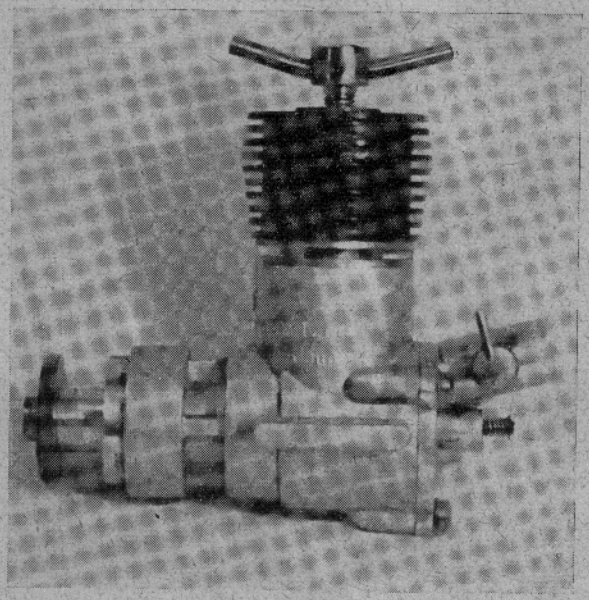

Rys. 22. Silnik modelarski o zasysaniu mieszanki przez dysk
c) Rysunek 22 — zasysanie przez dysk. Charakterystyczne umieszczenie gaźnika na tylnej ściance karteru. Gaźnik jest umieszczony zawsze nie w osi silnika, lecz nieco ponad nią lub z boku. W tym rozwiązaniu na tylnej ściance karteru — od wewnątrz — zamocowany jest dysk napędzany czopem wału korbowego. Dysk posiada odpowiednio wyprofilowane wycięcie, które odsłaniając i przysłaniając otwór gaźnika steruje wlot mieszanki. System ten stosuje się do silników wysokoobrotowych. Silniki zasysane dyskiem